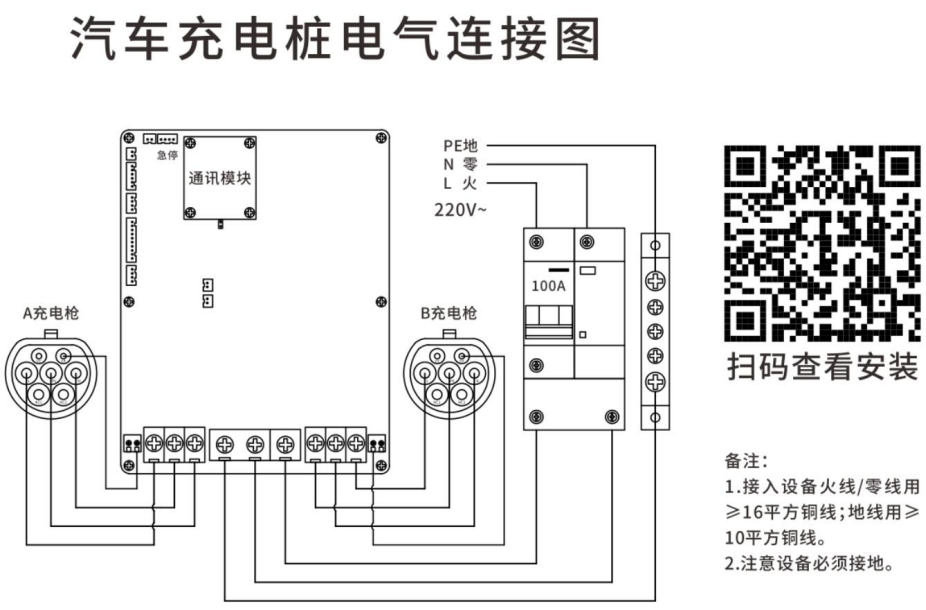

图 6
6、零火线接入设备漏电开关的输出端，地线接到接地端口，如图 6。